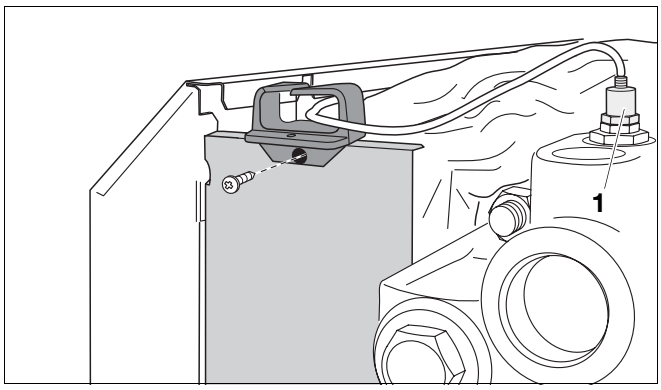

Rys. 48 Montaż przelotki kabla
- Wsunąć gumową tuleję na czujnik i podłączyć przewód czujnika temperatury kotła (➔ Rys. 48).